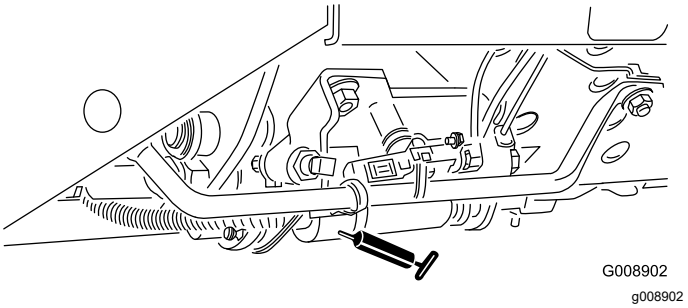

Rysunek 67
- Suwak koszenie/transport (Rysunek 67)